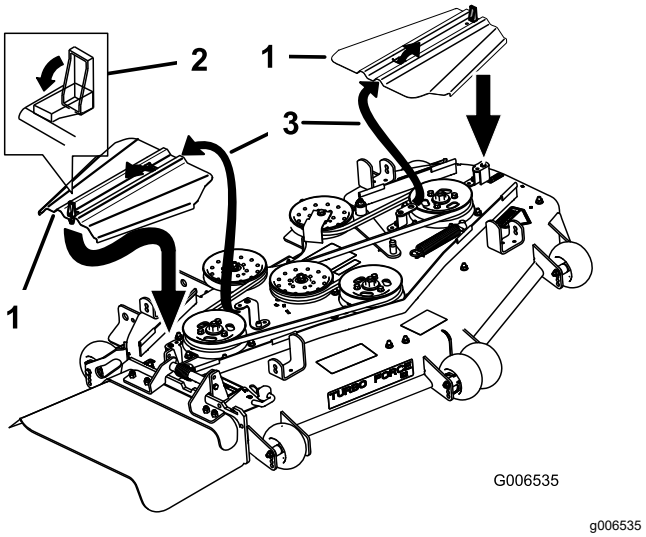

Figur 88
12. Montera remkåporna genom att föra in kåpan i tappen, montera bultarna och låsa spärrhakarna (Figur 88).